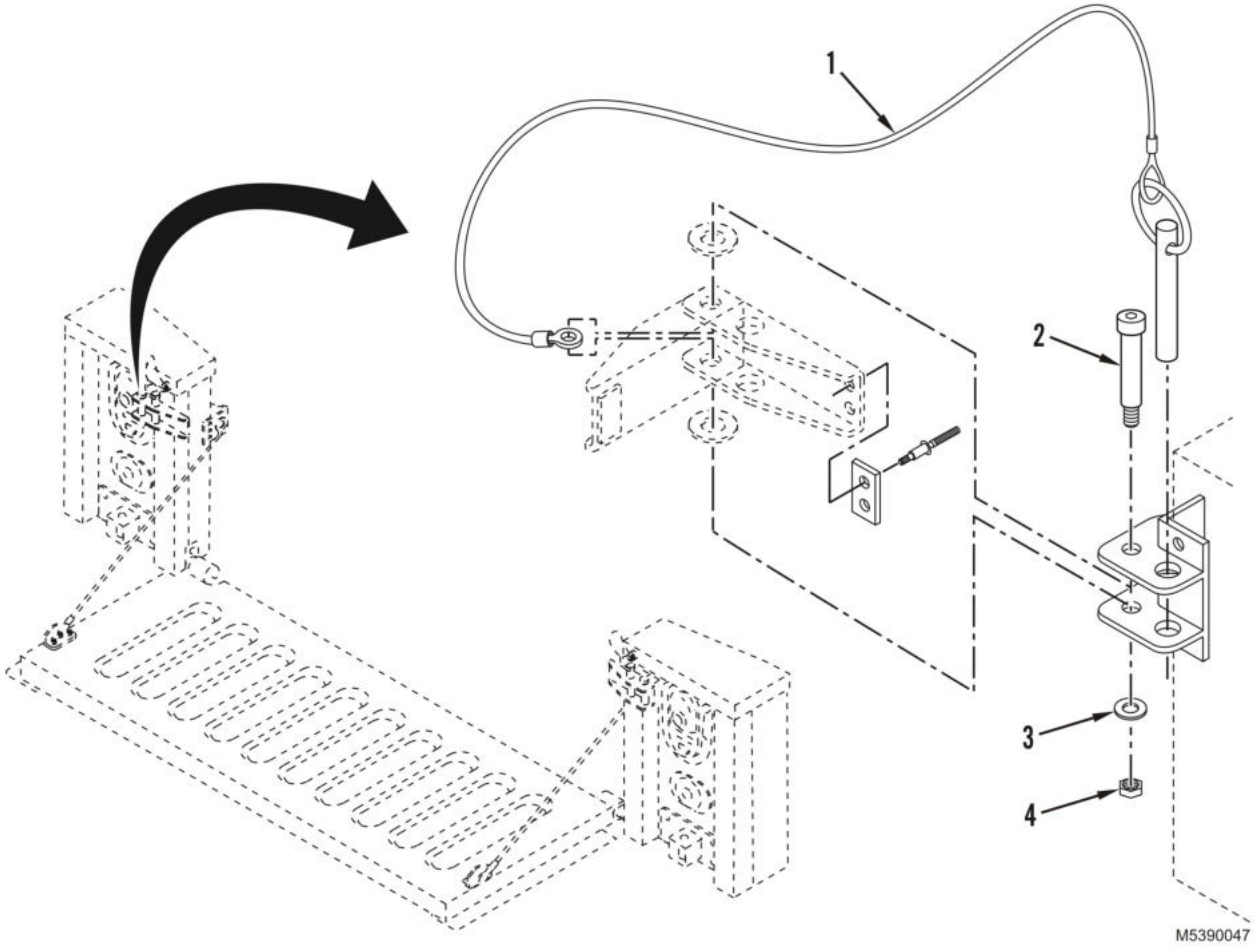

Figure 2. Tailgate Latching Pin Lanyard Removal and Installation.
1. Remove locknut (Figure 2, Item 4) and flat washer (Figure 2, Item 3) from screw (Figure 2, Item 2). Discard locknut.
2. Remove screw (Figure 2, Item 2) far enough to remove lanyard end (Figure 2, Item 1).
1. Install lanyard end (Figure 2, Item 1) onto screw (Figure 2, Item 2).
2. Install screw (Figure 2, Item 2), flat washer (Figure 2, Item 3), and new locknut (Figure 2, Item 4).